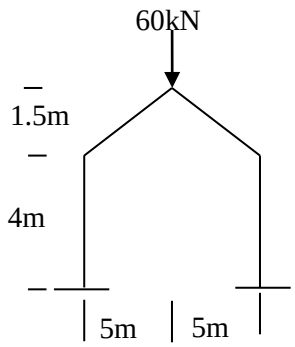

Figure.4
Q.5 Analyze the gable frame as shown in the figure.4 by member stiffness mtrix method and draw the final bending moment diagram. Neglect the axial deformations. (Use of symmetry is allowed.) **14**